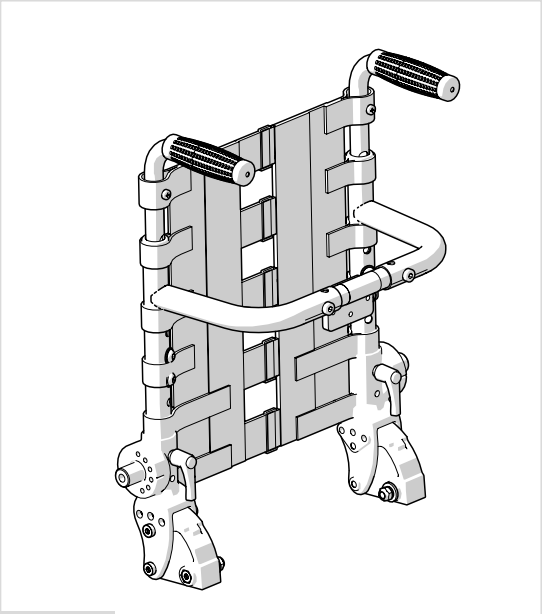

Fig. 5.15
- Quickie Teens / Zippie Kids (fig. 5.15)